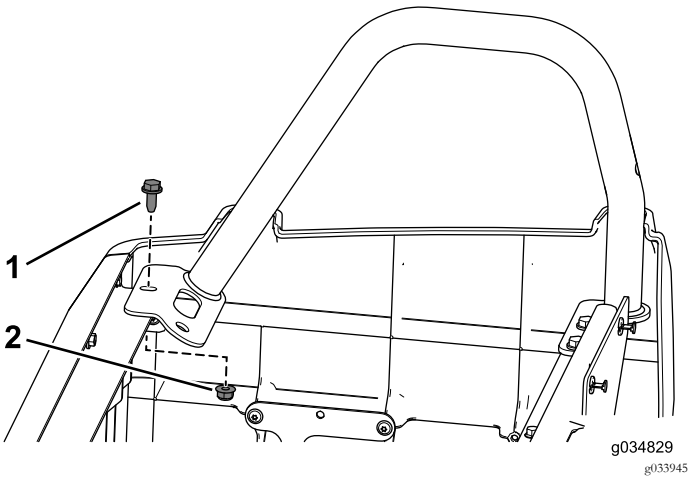

Figur 89
11. Bruk flensbolten (3/16 x 3/4 tomme) og flensmutteren som du fjernet tidligere, til å feste den høyre hoftestøtten til setebaseenheten (Figur 89).